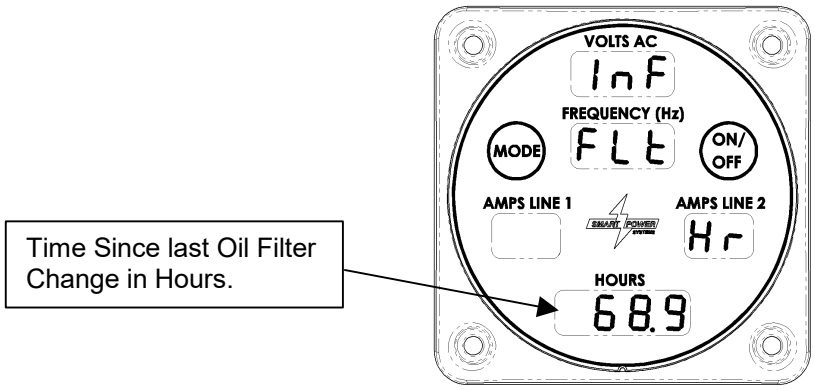

Figure 22 - Oil Filter Run Time Display
d. Pressing the Mode switch a fourth time will cause the amount of time since the oil filter was last changed to be displayed in the hours field as seen in Figure 22.